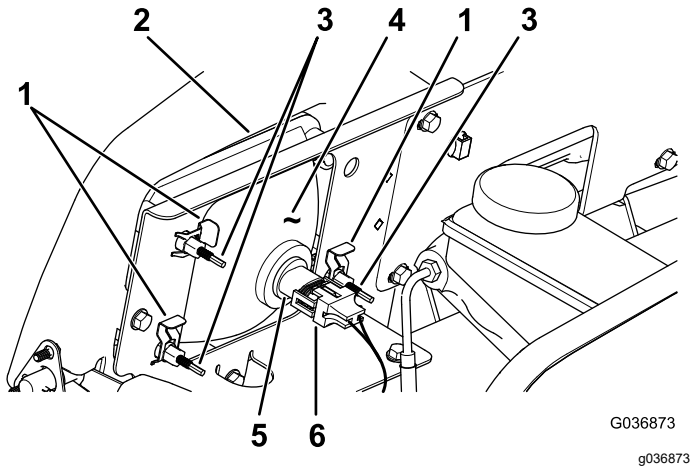

**Figur 52**
3. Koble den elektriske forbindelsen for nettet fra koblingsstykket til pæreenheten (Figur 52).
4. Fjern hurtigklemmene som fester frontlysene til frontlysbraketten (Figur 52).
5. Fjern frontlysenheten ved å flytte den fremover gjennom åpningen i fremre støtfanger (Figur 52).
6. Monter det nye frontlyset gjennom åpningen i støtfangeren (Figur 52).
8. Koble den elektriske forbindelsen for nettet til koblingsstykket til pæreenheten (Figur 52).
2. På baksiden av frontlysenheten roterer du justeringsskruene (Figur 52) for å bevege frontlysenheten og stille inn posisjonen for stråleretningen.